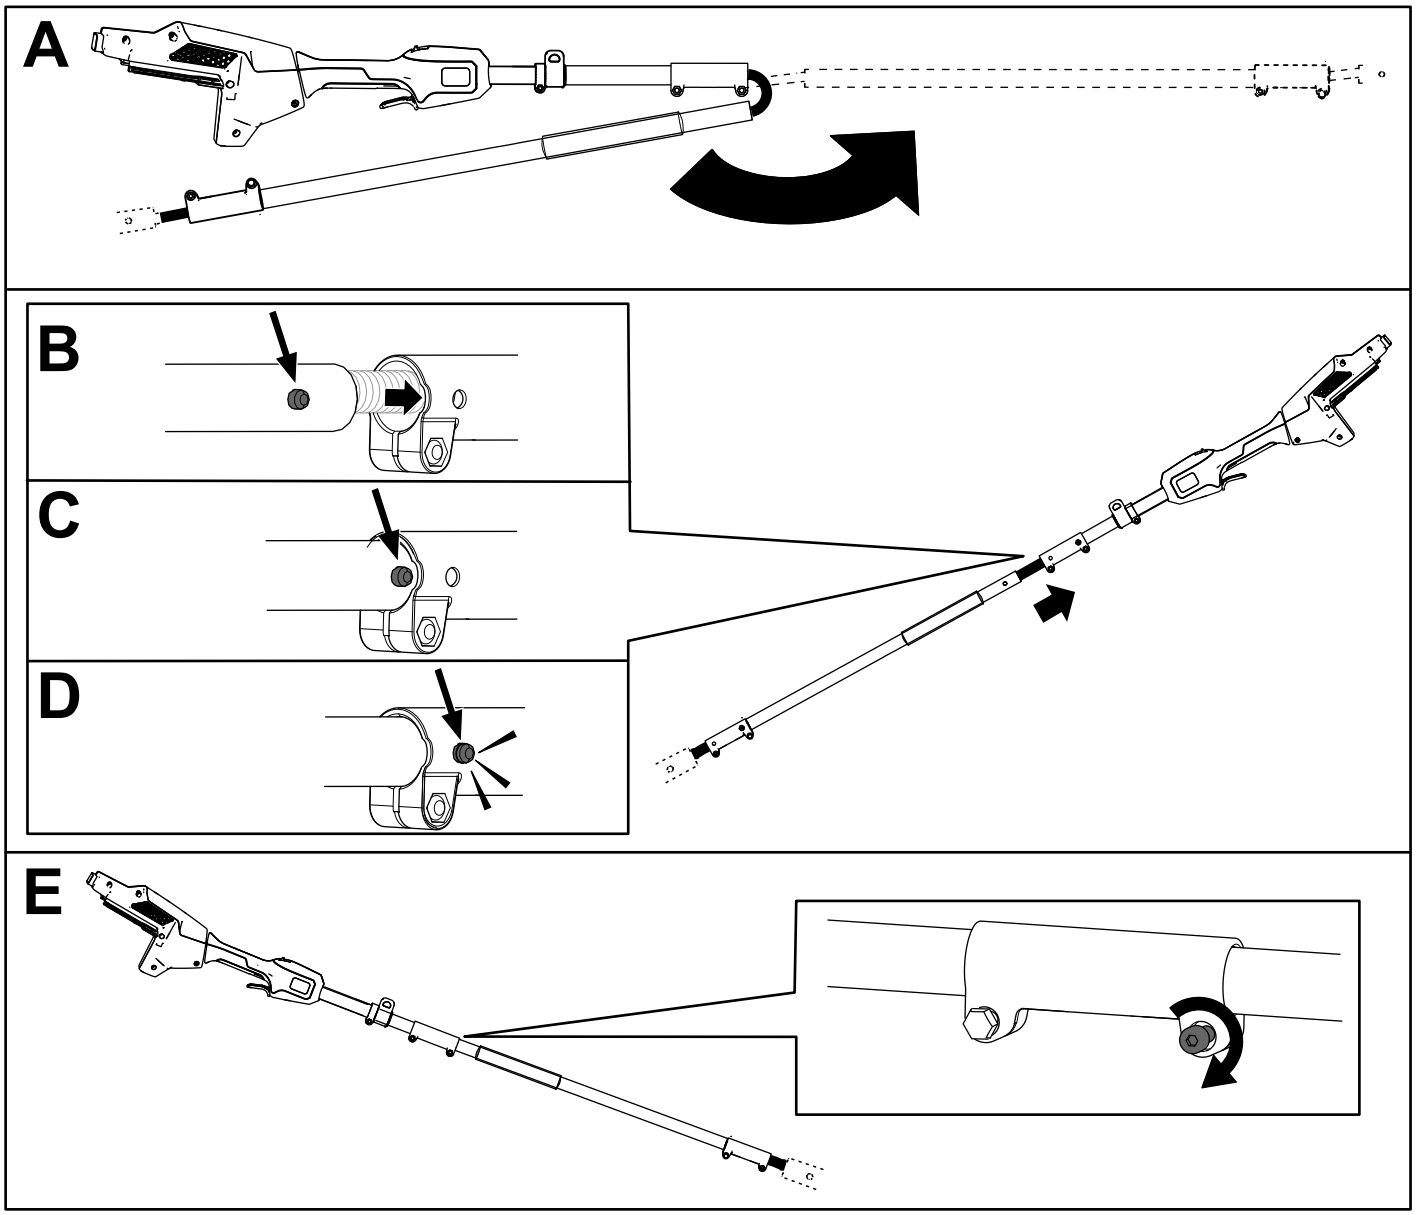

Figura 5
2. Alinee el botón de bloqueo en la sección de poste media con el taladro ranurado en el extremo de la sección del poste de la empuñadura y deslice los 2 ejes hasta que queden juntos (Figura 5).
3. Utilice la llave proporcionada para fijar estas 2 secciones del poste juntas (E en la Figura 5).
4. Repita este procedimiento para conectar la sección de la podadora a la sección de poste media (Figura 5).